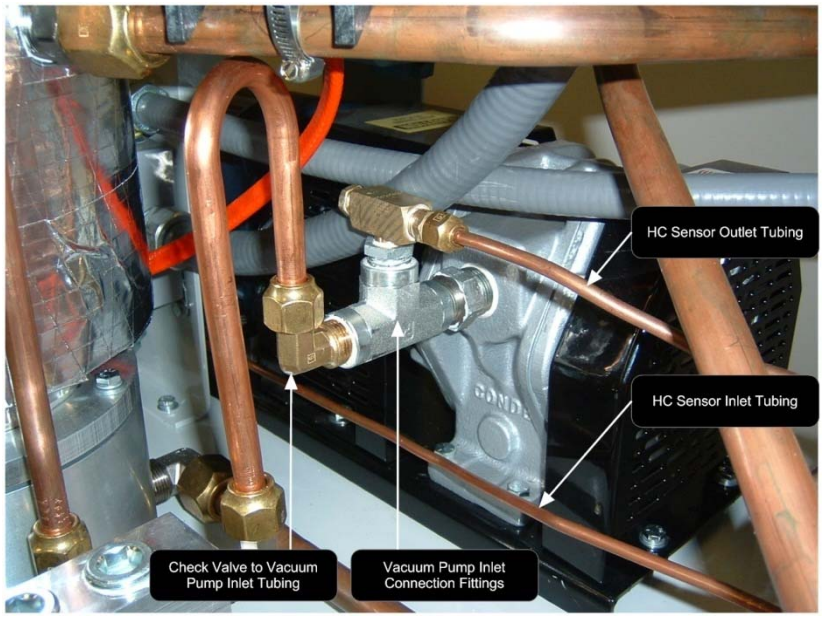

*Figure 25: Vacuum pump inlet tubing and fittings*
- **See** Figure 25: Page 15-66.
See Figure 25 Page: 15-66.